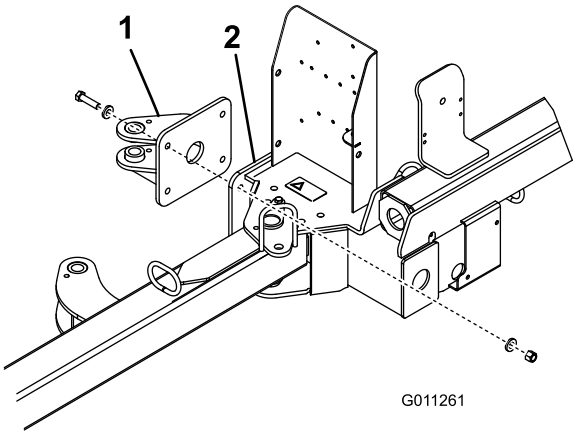

Figur 5
1. Montera det bakre ledfästet på uppsamlarens ram med fyra skruvar (1/2 x 2 tum), åtta planbrickor (0,531 x 0,063) och fyra låsmuttrar (1/2 tum). Placera komponenterna i enlighet med Figur 5.